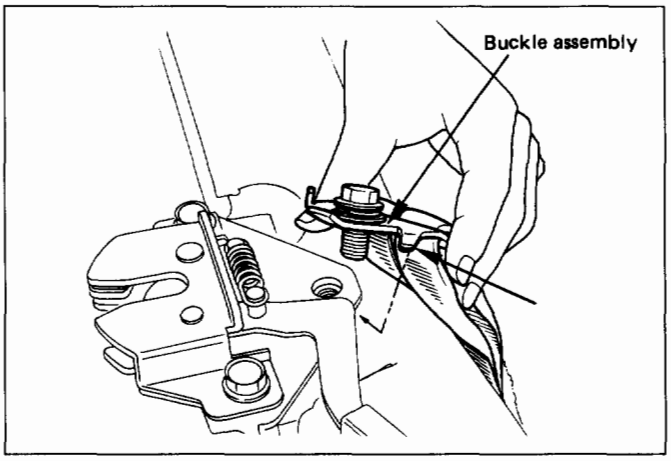

Fig. 10-227
- Fix the buckle to the rotation stopper and tighten the anchor bolt to the specified torque. (Fig. 10-227)